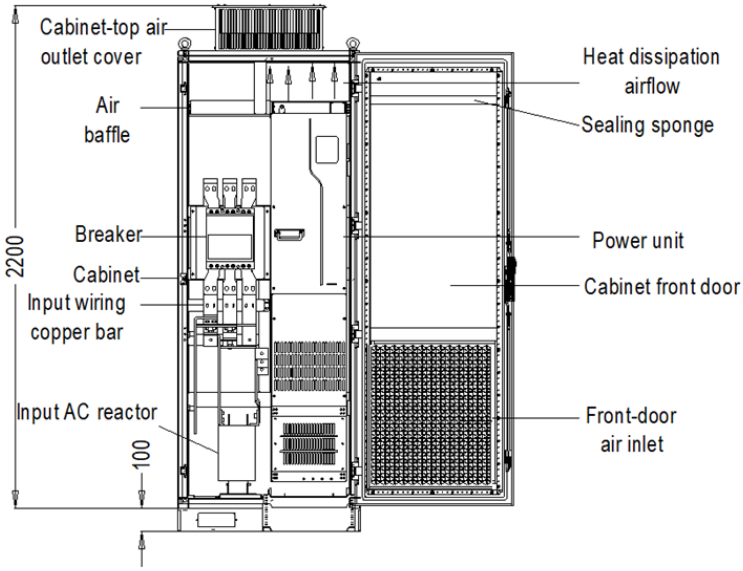

Figure 4-10 Recommended cabinet layout
- For in-cabinet mounting, see the cabinet layout diagram Figure 4-10. The cabinet frame is 2200*800*600 (unit: mm, including the H200 cabinet ventilation top cover). To secure the in-cabinet mounting, you must mount the H100 cabinet base. The air baffle must be mounted at the top of cabinet to prevent the hot air in the VFD outlet from circulating within the cabinet. A 40X40 sealing sponge must be used at the position corresponding to the air baffle in the front door panel, which prevents air duct short circuit. In addition, air inlet vents must be made at the lower of the cabinet door.